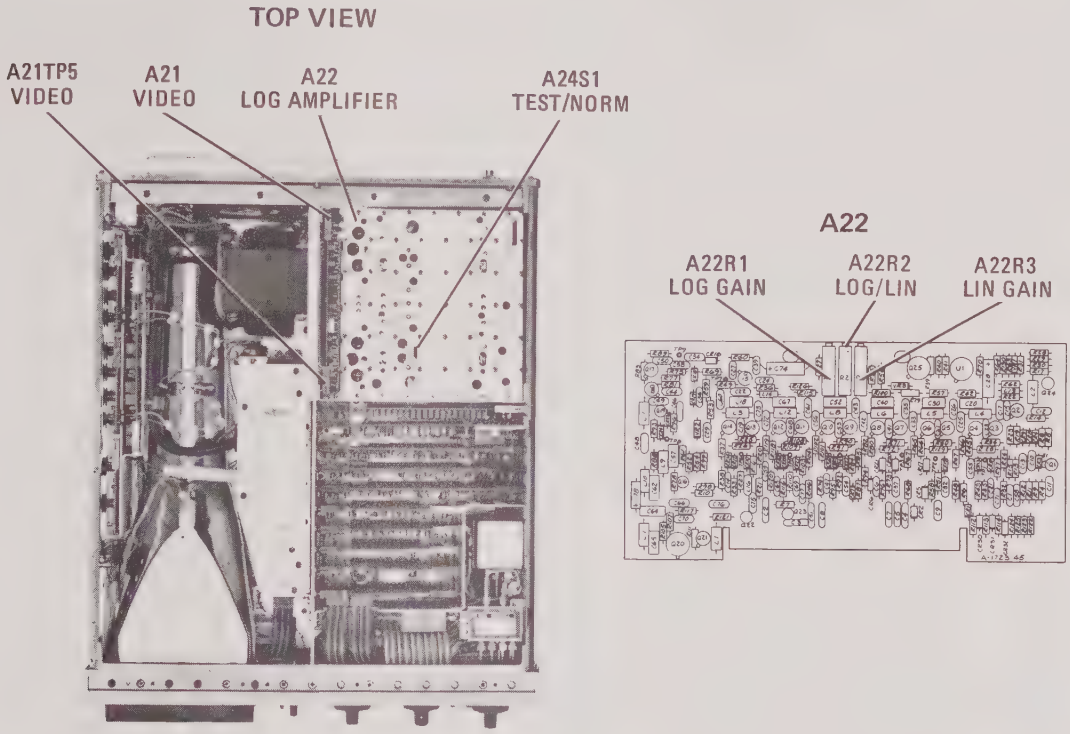

Figure 5-17. Log Amplifier Adjustment Locations
f. Set REF LEVEL control to −80 dBm and 10 dB step attenuator to 30 dB. Adjust A22R3 LIN GAIN (see Figure 5-17) for 700 mV at A21TP5.